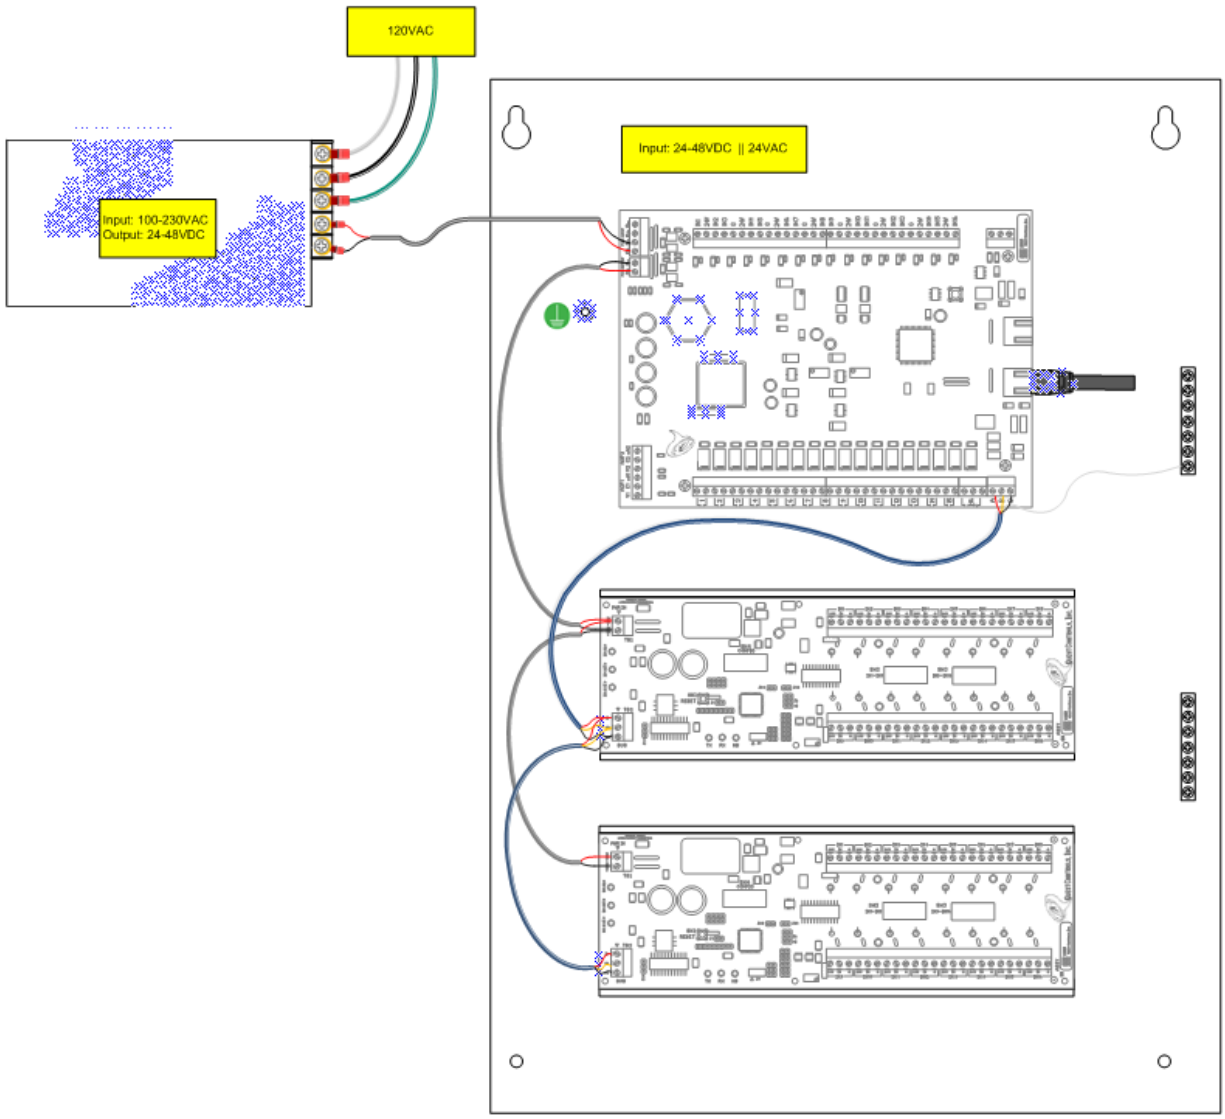

Figure 7 Powering the ESB2(x)
2. Using terminal lug, run 12 AWG (or larger) ground wire from one of the TELSEC ESB2 ground studs, identified in Figure 7, to the building ground and connect using appropriate hardware.